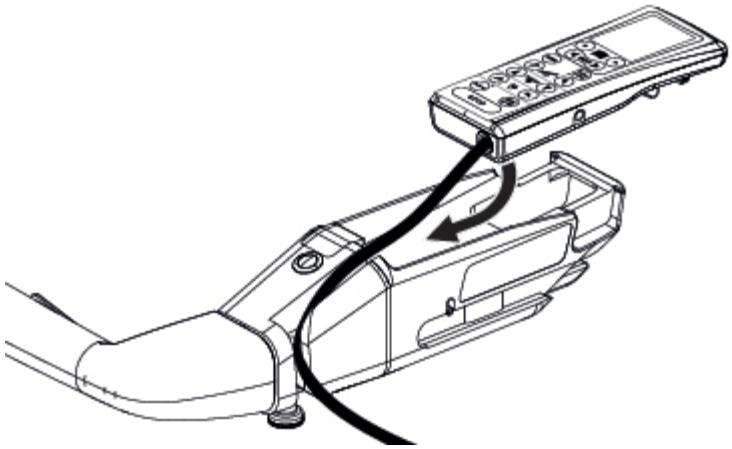

Afbeelding 6-6. Handbediening monteren
1. Voer de aansluitkabel door de groef in de gemotoriseerde overdrachtshandgreep. Zie *Afbeelding 6-6*.